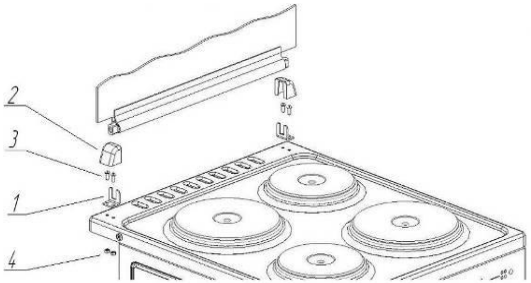

Рис. 3. Установка стеклянной крышки стола
9) Установите на место стеклянную крышку стола плиты (при её наличии). Установка и дополнительная комплектация стеклянной крышки стола плиты, согласно Рис. 3 и Табл. 1.